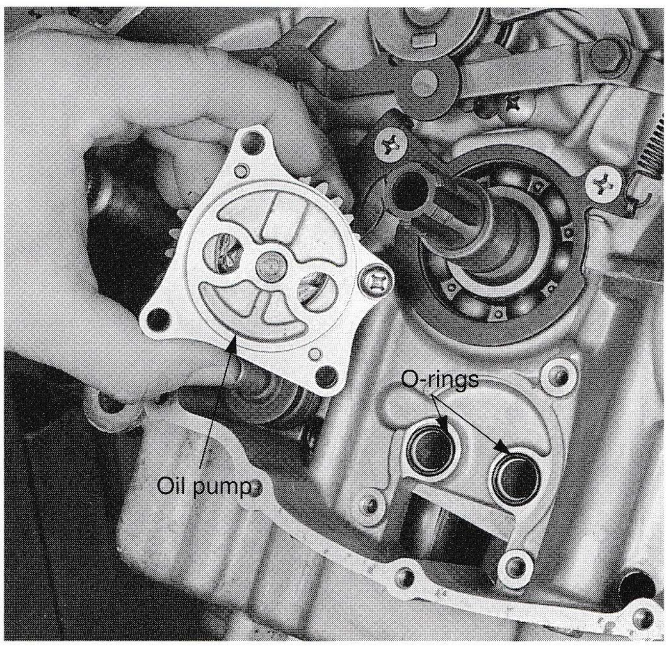

Figure 20-72. Be sure to use new O-rings and gaskets when installing an oil pump.
20. Make sure oil pump is in good condition and installed properly, **Figure 20-72.** When the service manual calls for it, use locking compound on oil pump mounting screws.